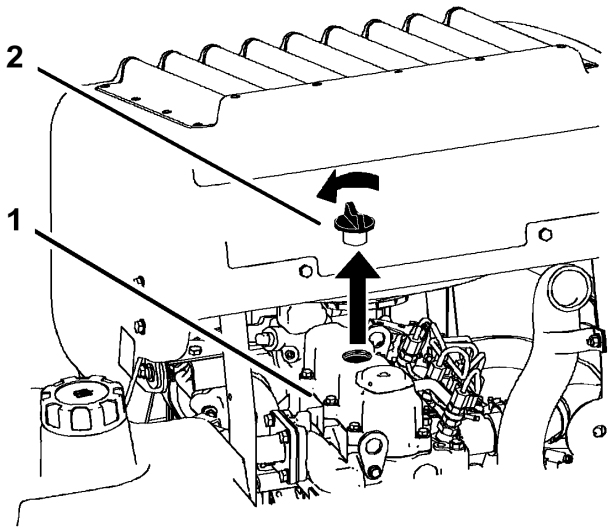

Figure 37
6. Retirez le bouchon de remplissage d'huile en haut du moteur (Figure 37). Cela facilitera la vidange de l'huile.
2. Retirez le bouchon de remplissage et la jauge (Figure 37).